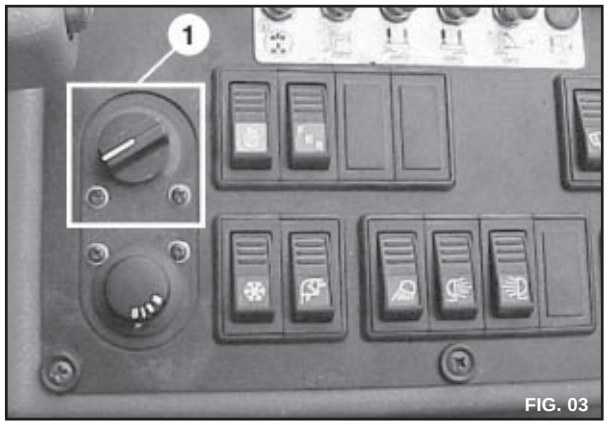

FIG. 03
2. Gire o interruptor da válvula do aquecedor em sentido horário (FIG 03) para aumentar a capacidade de calor. Girando o interruptor totalmente em sentido anti-horário não haverá ar quente. A capacidade de ar quente pode ser ajustada girando este interruptor nas posições intermediárias.